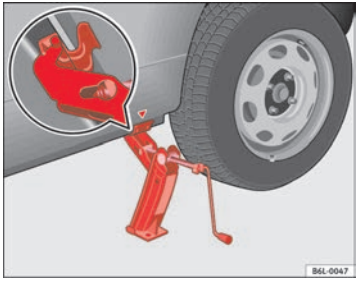

Fig. 127 Colocación del gato
– Posicione el gato de modo que su garra envuelva el nervio del larguero inferior y que la placa base móvil se apoye plana sobre el suelo ⇒ página 214, fig. 127.